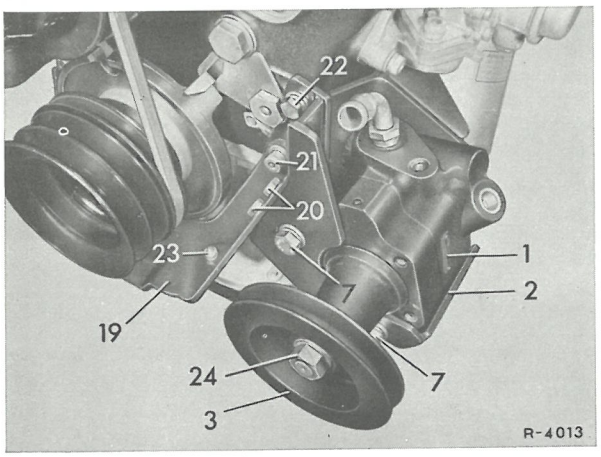

Fig. 46-25/1
2 Begge de forreste befæstelsesskruer (2o og 21) skrues ud (fig. 46-25/1).
3 Begge sekskantboltene (2o) på holderen (19) til motorens anslagsbegrænsning skrues af (fig. 46-25/1).